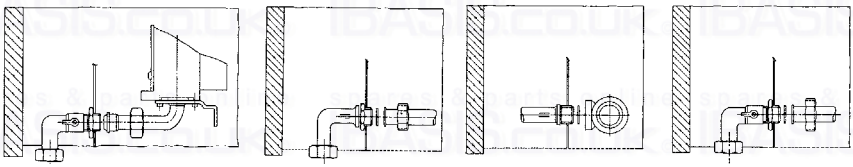

Fig. 11
2.6 With the exception of the connection to the pressure relief valve, make all the water and gas connections to the jig bracket valves. Fully tighten (fig. 11). Water connections can be made with compression or capillary fittings.